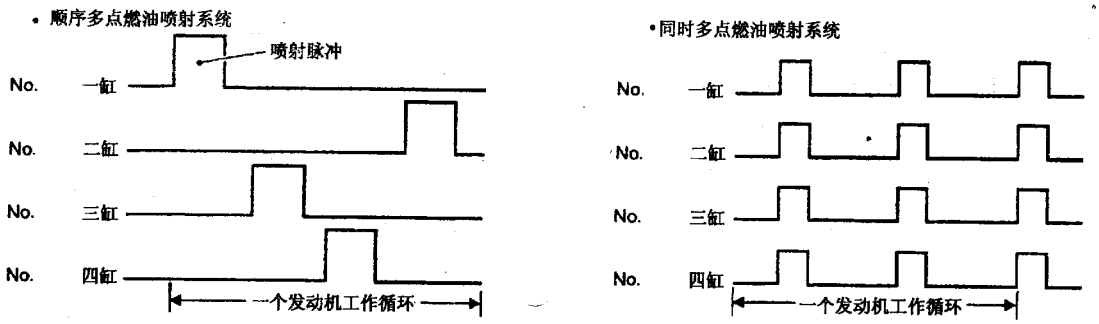

图 8-9-2 顺序多点燃油喷射
(1) 顺序多点燃油喷射系统。如图 8-9-2 所示，在发动机每一个工作循环中，根据点火次序，燃油被分别喷入各缸。该系统在发动机正常运行时使用。
(2) 同时多点燃油喷射系统。如图 8-9-2 所示，在发动机每一个工作循环中，向所有气缸同时喷油两次，即相同的脉冲信号宽度由 ECM 同时发出，使所有喷油器在一个发动机工作循环中喷两次油。当发动机起动或故障防护系统工作时，该系统工作。